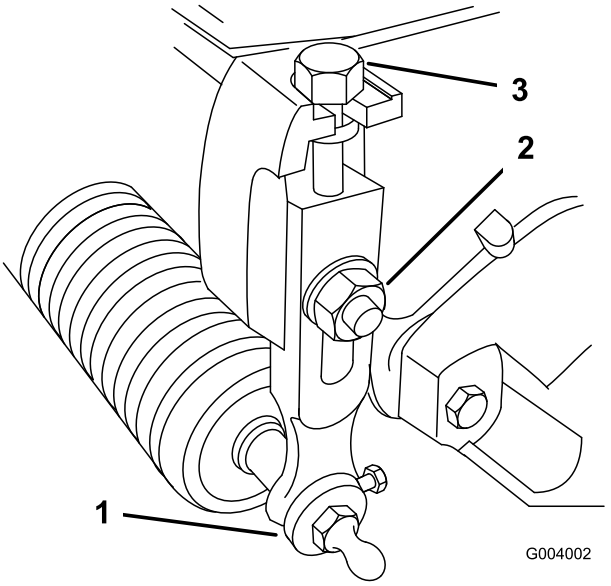

Figur 14
1. Løsn de låsemøtrikker, der fastgør klippehøjdearmene på klippeenhedens sideplader (Figur 14).